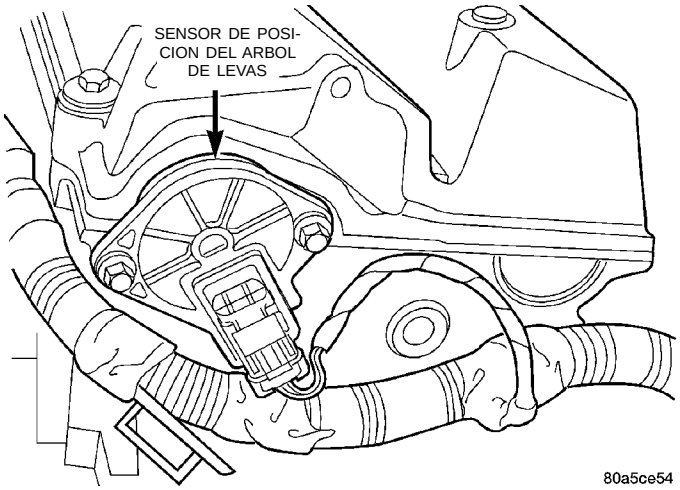
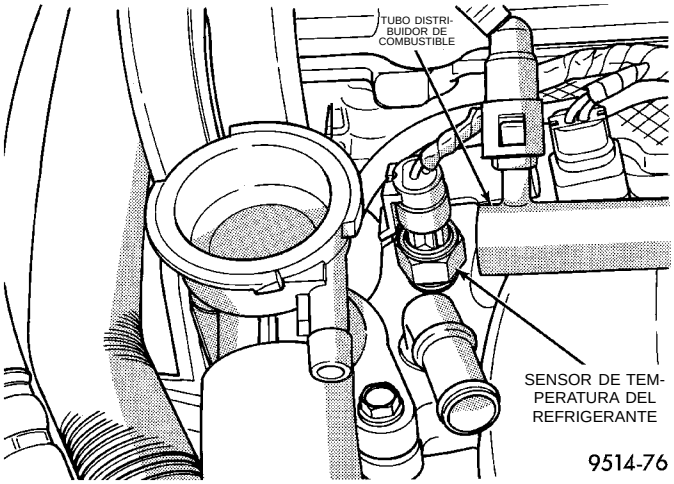

Fig. 65 Sensor de posición del árbol de levas
Fig. 66 Sensor de temperatura del refrigerante del motor
(15) Verifique las conexiones eléctricas del sensor de posición del árbol de levas (Fig. 65) y del sensor de temperatura de refrigerante del motor (Fig. 66).